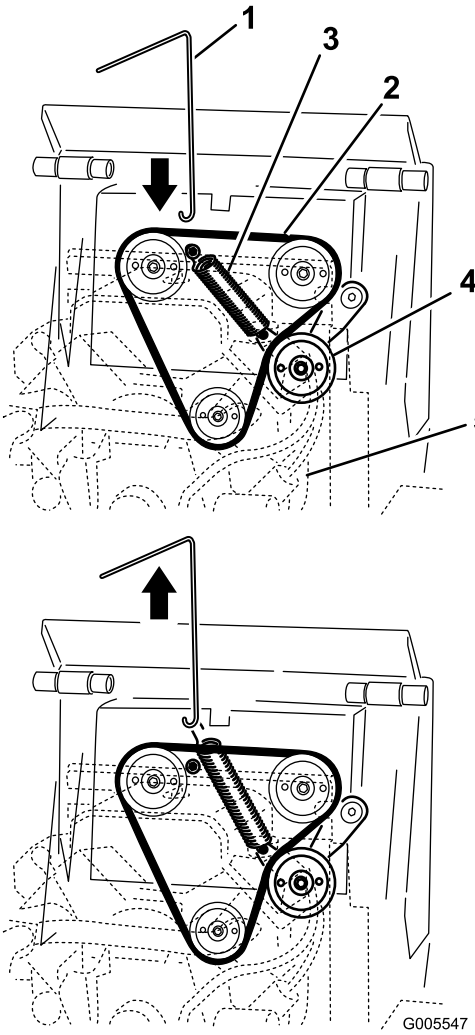

Figuur 50
3. Sluit de haak van de veerverwijderaar aan op de haak van de spanpoelieveer en maak de veer los zoals afgebeeld in Figuur 50.